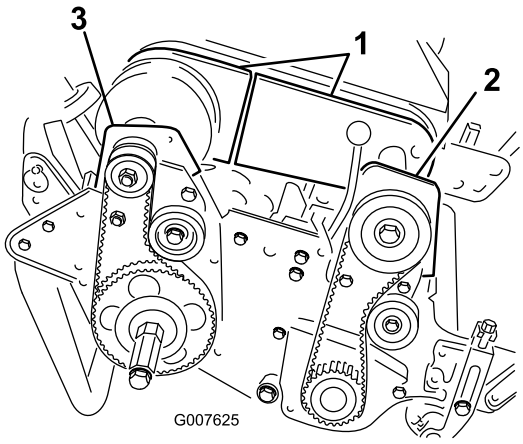

Figur 35
4. Fjern boltene som fester den fremre og bakre delen av differensialdekselet til differensialhuset, og skyv dekseldelene bort for å få tilgang til remmen (Figur 35).
6. Fjern de to boltene som fester det fremre clutchhuset til sideplaten (Figur 35).
8. Fjern de to boltene og låsemutterene som fester det høyre bakre lagerhuset til sideplaten (Figur 35).